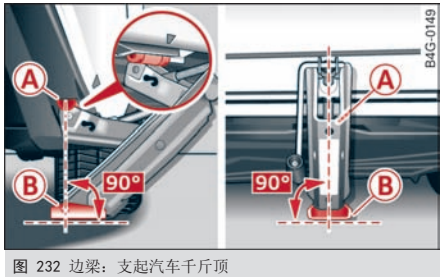

图 232 边梁：支起汽车千斤顶
- 将汽车千斤顶放置在下边梁上的支撑点下方并转动摇把将其升高，直到卡槽 Ⓐ ⇨ *图 232* 处在规定的塑料定位座下方。